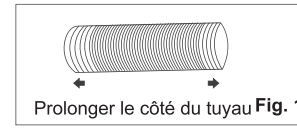

Fig. 1
1. Prolongez l'un ou l'autre côté du tuyau (Fig. 1) et vissez l'entrée du tuyau (Fig. 2).